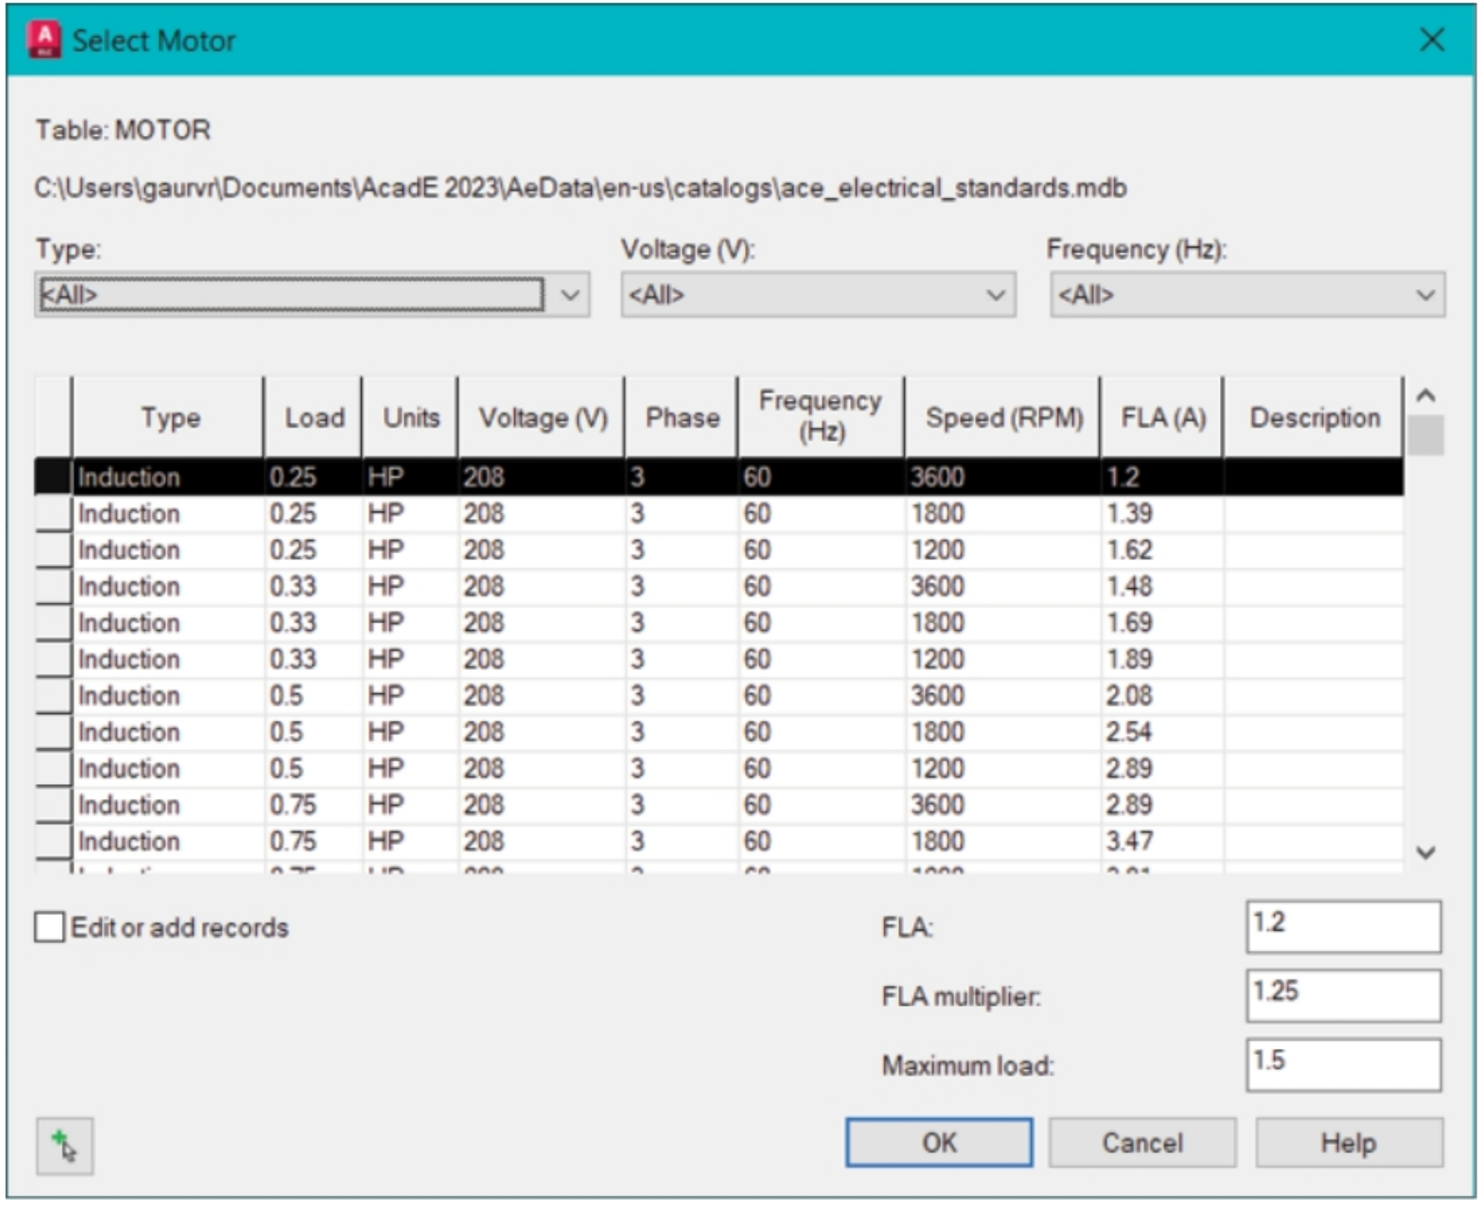

Figure-49. Select Motor dialog box
- Select the motor or electrical load for which you want to calculate the wire sizes. The **Select Motor** dialog box will be displayed; refer to Figure-49.